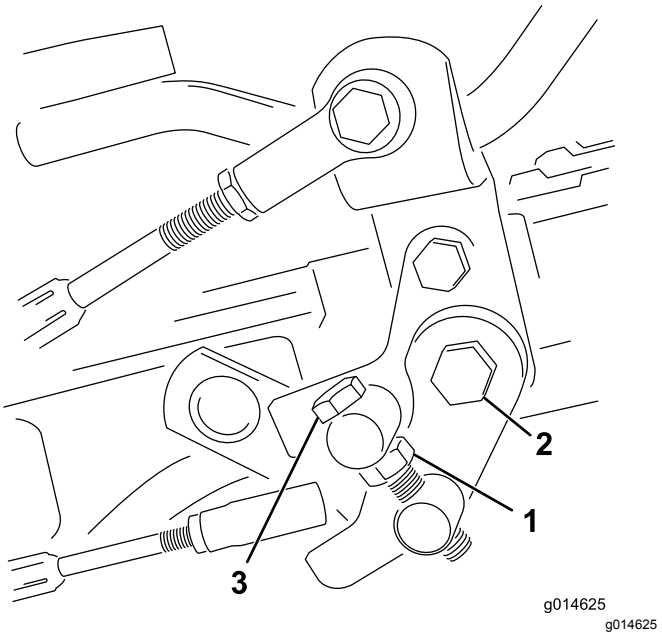

Figur 42
1. Lossa kontramuttern på justeringsbulten (Figur 42).
4. Dra åt kontramuttern på justeringsbulten och muttern på pedaltappen för att låsa justeringen (Figur 42). Kontrollera justeringen och ändra vid behov.